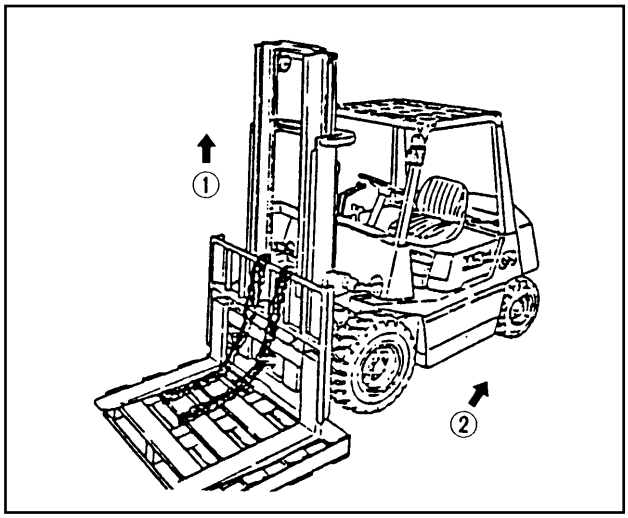

Fig. 8.11
(1) Put a pallet to the fork and stop the truck on a level surface.
(2) Lower the forks with the pallet to the ground.
(3) Remove the joint link of the mast side anchor pin and remove the chain from the sheave.
(4) Extent the lift cylinder rods to raise the inner channel. (See ① in Figure 8.11.)
(5) Move the truck backwards after making sure that the carriage is removed from the inner channel. (See ② in Figure 8.11.)